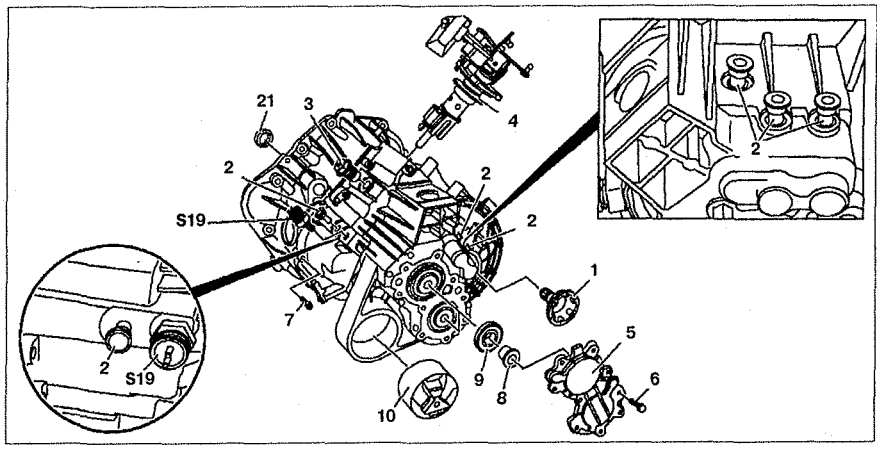

Рис. 6.13. Разборка и сборка коробки передач (автомобили с двигателем 611.980):
32. Снимите опору **10** коробки передач (см.рис.6.13).